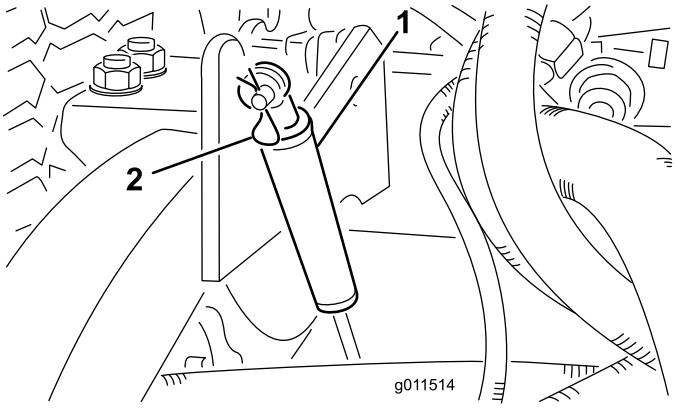

Figuur 72
2. Verwijder de borgpen waarmee de dempers zijn bevestigd aan de hefarmen (Figuur 72). Draai de demper in de richting van de maaikast.